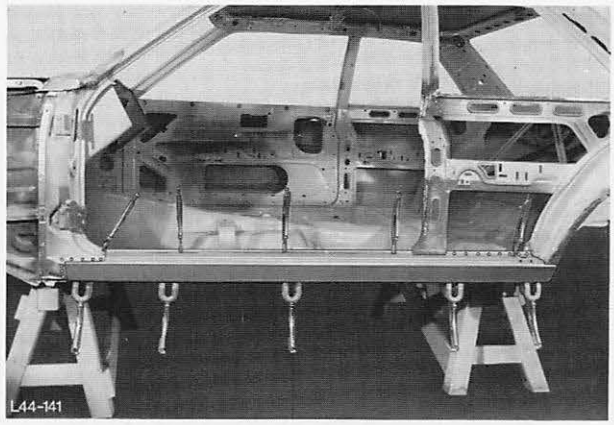

Abb. 153 Türschweller einpassen und mit Spannzangen befestigen
10. Türschweller anpassen und mit Spannzangen befestigen, Abb. 153.